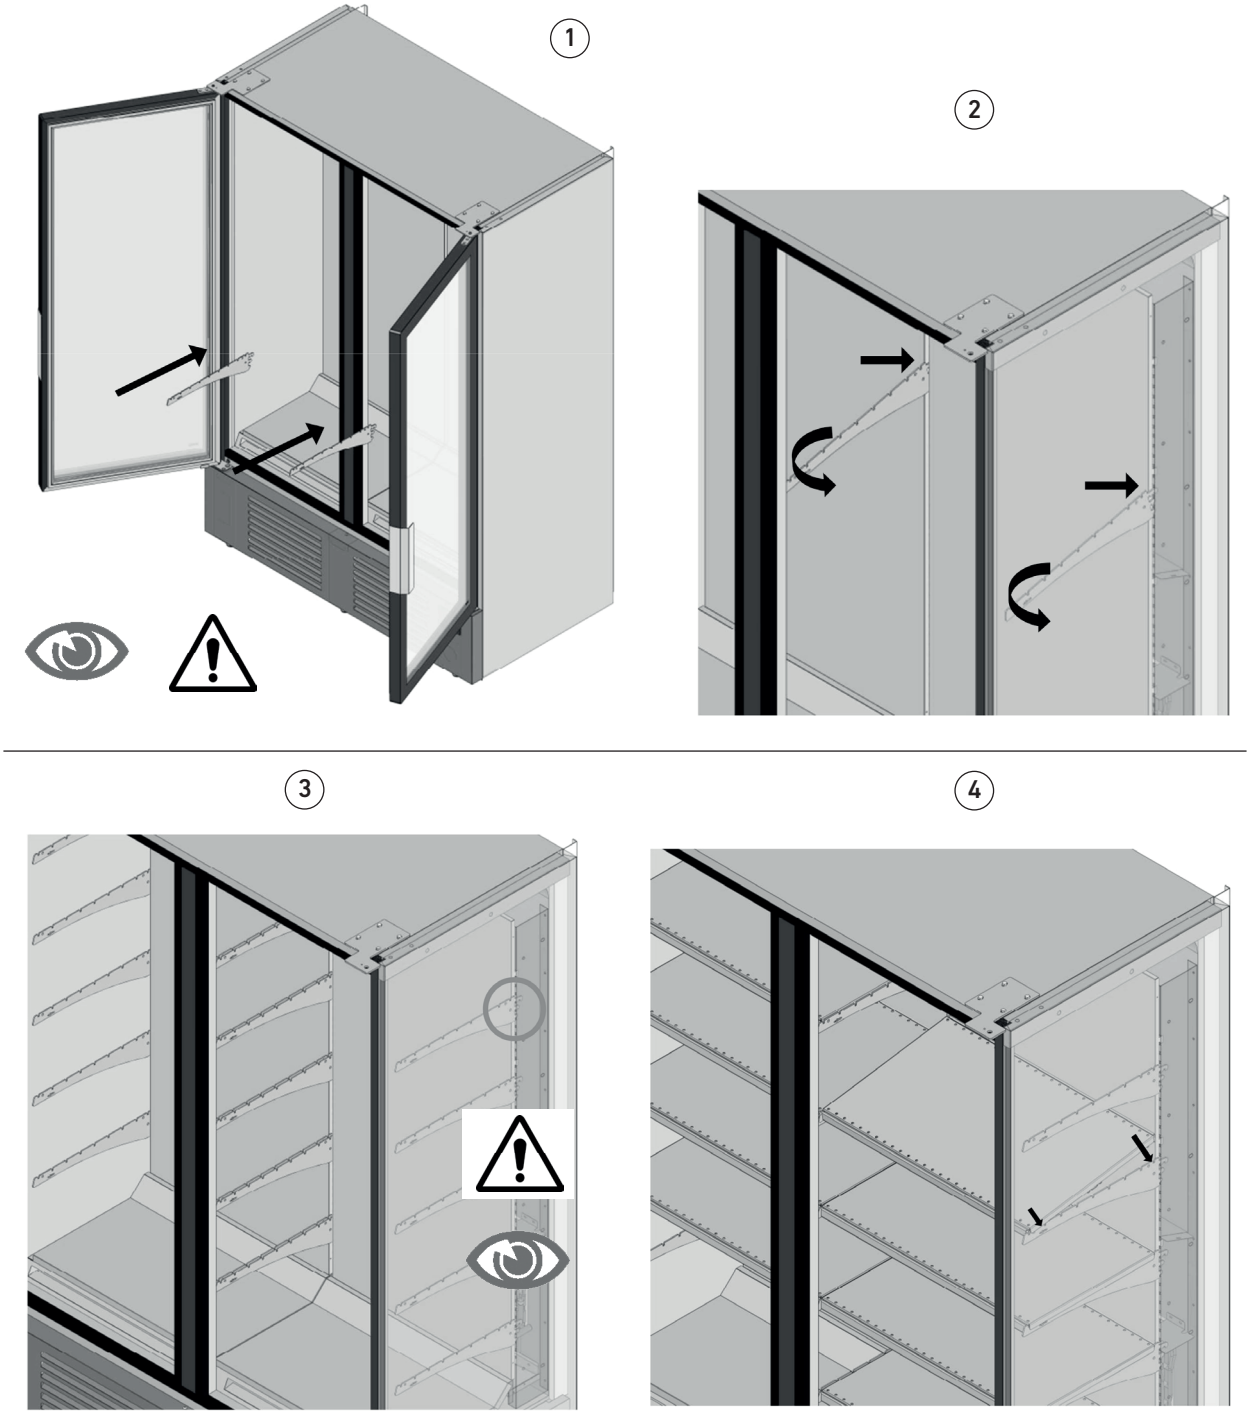

fig. 15
- Aprire le porte prestando la massima attenzione durante il montaggio dei ripiani a non urtare i vetri per evitarne la rottura accidentale (fig. 15 part. 1);
- Accostare i supporti dei ripiani con il lato dentellato rivolto verso lo schienale della camera refrigerata e ruotare leggermente il supporto verso il basso per favorire l'ingesso dei "denti" nelle apposite sedi (fig. 15 part. 2);
- Rispettare le altezze indicate dai limiti di carico dei ripiani (fig. 15 part. 3);
- Una volta posizionati tutti i supporti dei ripiani appoggiare i ripiani su di essi come mostrato in fig. 15 part. 4.